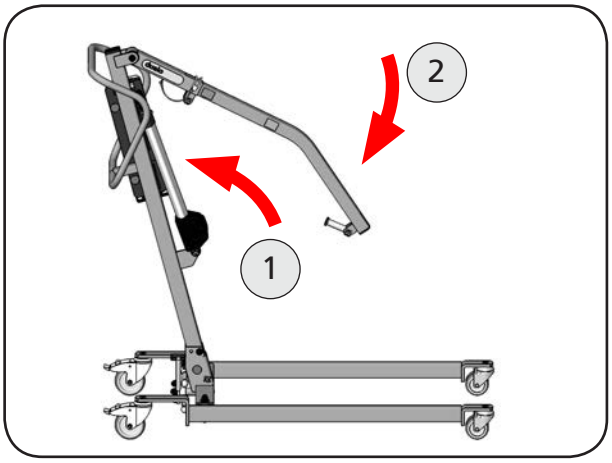

Abbildung 49
2. Schwenken Sie zuerst den Motor und dann die Hebearmaufnahme bzw. den Hebearm standard zum Standmast (Abbildung 49). Fixieren Sie den Motor und die Hebearmaufnahme bzw. den Hebearm standard mittels Kabelbinder oder Klettband am Standmast.